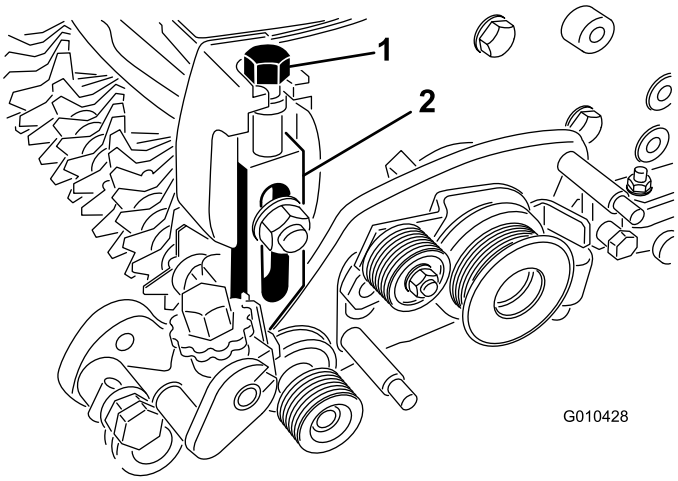

Figur 14
6. Skruva in klipphöjdsjusterbulten längst upp på vänster justerarm (Figur 14).
7. Montera vänster justerarm på klippenhetens sidoplåt med hjälp av vagnsbulten, muttern och brickan (Figur 14).
10. Skruva in klipphöjdsjusterskruven längst upp på höger justerarm (Figur 14).
12. Montera höger justerarm på klippenhetens sidoplåt med hjälp av vagnsbulten, muttern och brickan (Figur 14).